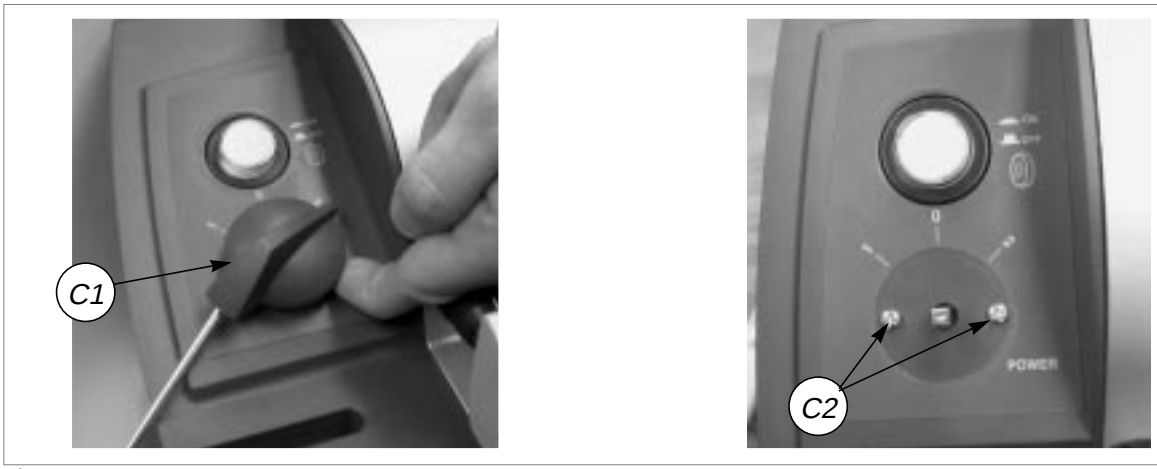

Fig. 34
3) Pull out the commutator (C) knob (C1) and loosen the 2 fixing screws (C2) (fig.34).
8) Push into its seat and fix with the 2 screws (C2) (fig.34).
9) Replace the bottom safety plate, fix with the 7 screws (W) and 2 feet.
6) Pull the commutator knob (C1) off and loosen the 2 fixing screws (C2) (fig.34, pag.26).
23) Push the commutator upwards to replace it in its ideal seat. Fix with the 2 screws (C2). Fit the knob (C1) (fig. 34, page 26).
24) Replace the bottom plate and fix with the 7 screws (W) and 2 feet. Fit the swarf tray.